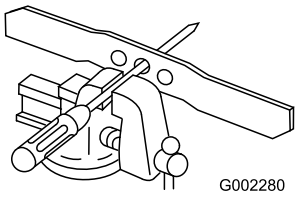

Figuur 30
1. Controleer de balans van het mes door het gat in het midden van het mes boven een spijker of de steel van een schroevendraaier te houden, die horizontaal in een bankschroef is geklemd (Figuur 30).